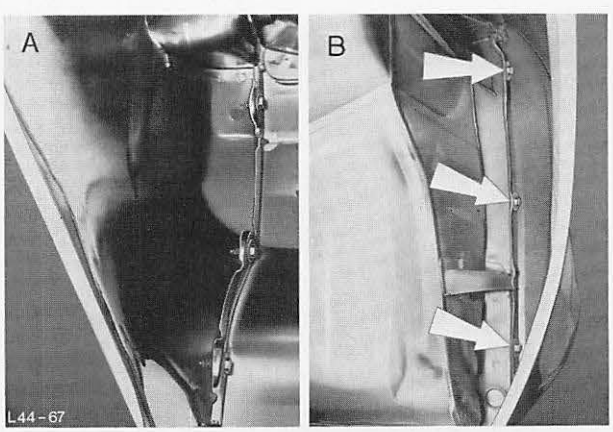

Abb. 62 A = Befestigungsschrauben – Schürze
5. Dichtungskitt auflegen. Kotflügel anpassen und anbauen, beginnend an A-Säule oben und Stehblech am Windlauf, Abb. 62/62.